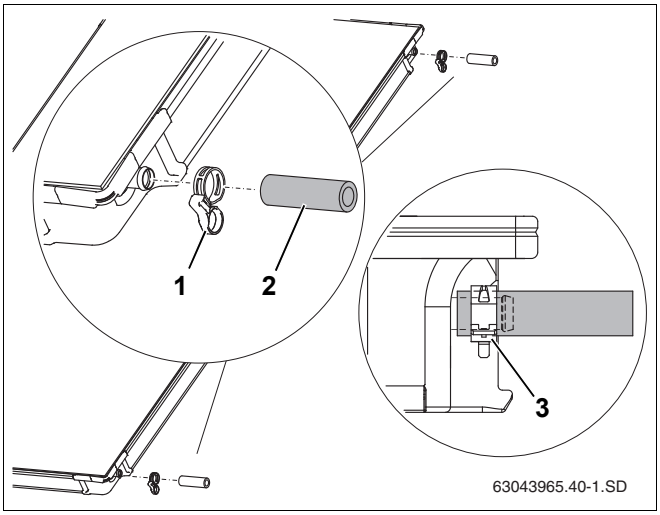

Рис. 42 Предварительный монтаж соединительного комплекта на втором коллекторе
- Надвиньте шланги 95 мм (рис. 42, **поз. 2**) на правые штуцеры второго и всех следующих коллекторов.
- Надеть пружинные хомуты (рис. 42, **поз. 1**) на шланг солнечного коллектора (второй хомут будет потом фиксировать подключение другого коллектора).
- Если пружинный хомут установлен правильно, то нужно потянуть фиксирующее кольцо для фиксации соединения (рис. 42, **поз. 3**).